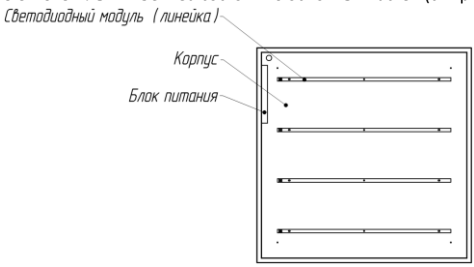

Рисунок 3 – Состав светильника Geniled.
3.3. Светильник Geniled состоит из основных частей (см. рисунок 3):